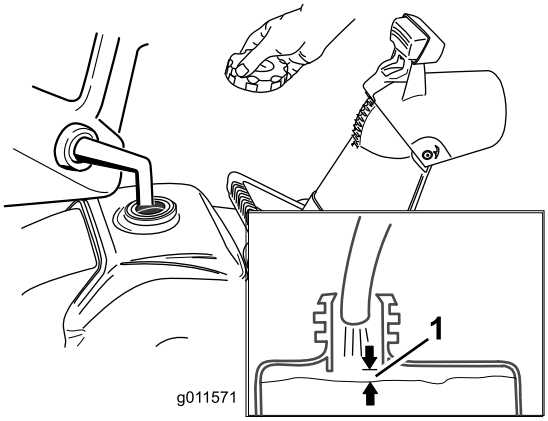

Figur 13
1. Sørg for, at brændstoftanken ikke er overfyldt (se Figur 13), og at brændstofdækslet sidder korrekt.